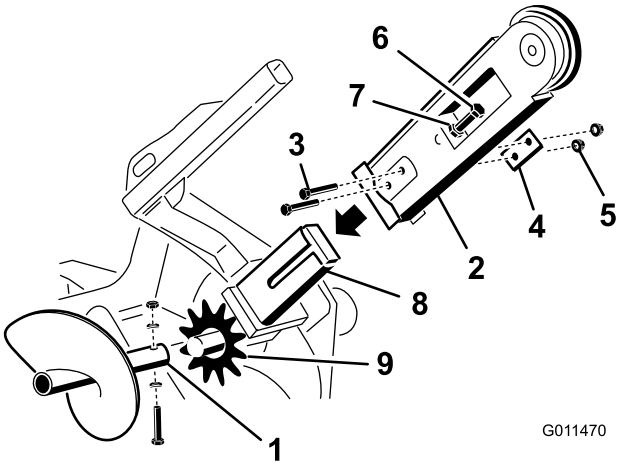

Figur 4
2. Lossa skruven, två sadelbrickor och muttern som håller fast matarskruven och ta bort den (Figur 4).
3. Lossa de två skruvarna, muttrarna och de dubbla brickorna från grävarmens sidor (Figur 4).
4. Lossa justeringsskruven och kontramuttern (Figur 4).